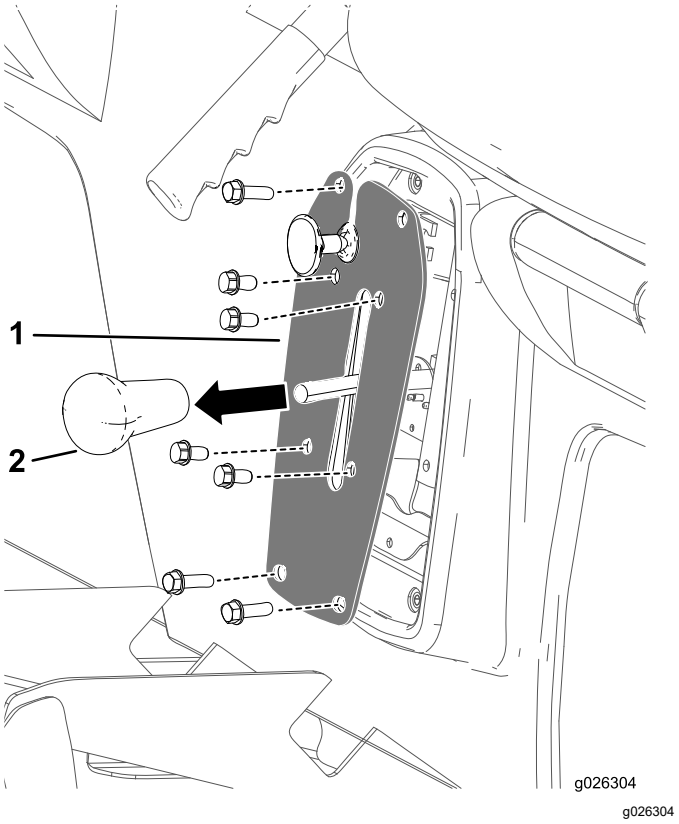

Figuur 42
1. Verwijder de knop van de schakelhendel (Figuur 42).
2. Verwijder de 4 bouten waarmee de schakelhendelplaat is bevestigd aan de schakelbeugel (Figuur 42).
3. Verwijder de 4 bouten waarmee de schakelhendelplaat is bevestigd aan de stoelbasis en verwijder de schakelhendelplaat (Figuur 42).
4. Schroef de knop van de schakelhendel handmatig vast (Figuur 42).